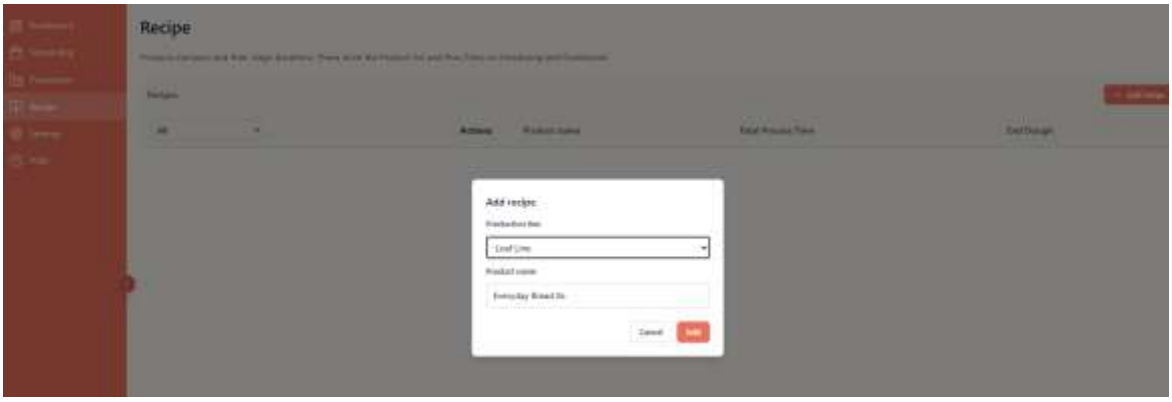

Figure 26: Recipe Page, Add Product Process Dialog
Step 2: Go to Recipe Page & create a Product by clicking "Add Recipe" button in the top right-side corner. Then a dialog will appear for you to choose Production Line and input the name value of the Product you wanted to create (see Figure 26).